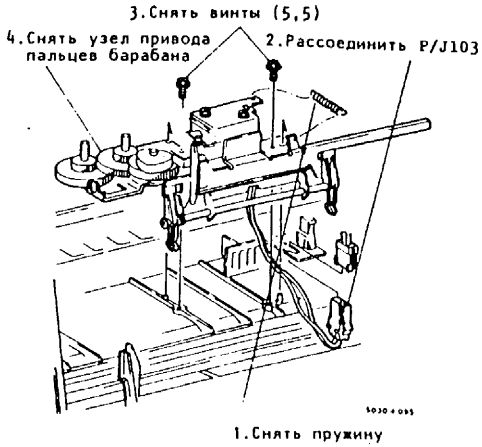

Рис.3. Снятие узла привода пальцев барабана
6. (Рис.3): Снять узел привода пальцев барабана.